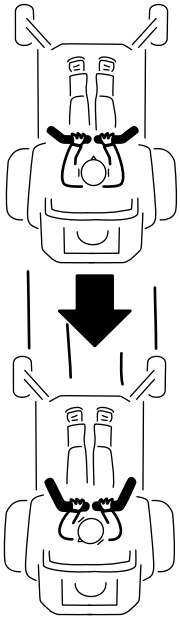

Figur 26
2. Bak ved langsomt at trække bevægelseshåndtagene bagud (Figur 26).